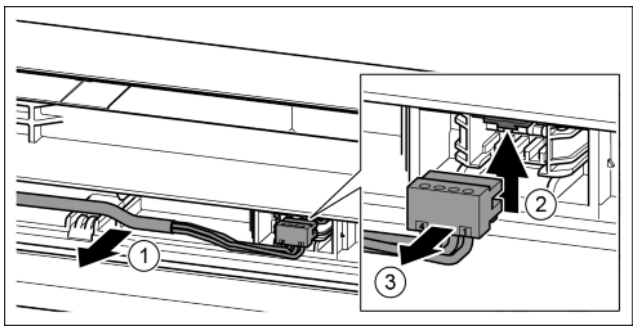

*Fig. 21*
- ▶ Carefully remove the grey cable from the guide in the door. *Fig. 21 (1)*
- ▶ Press the lug upwards. *Fig. 21 (2)*
- ▶ Carefully remove the connector. *Fig. 21 (3)*